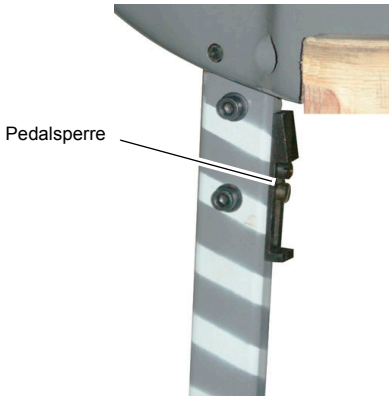

Abb. 3-1: Pedalsperre
- ➔ Aktivieren Sie die Pedalsperre. (☞ Abb. 3-1: „Pedalsperre“ auf Seite 3)